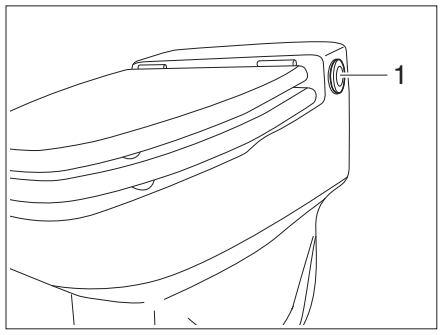

Fig. 181 Flush button of macerator toilet
- Press the toilet flush button (Fig. 181,1) several times until water comes.